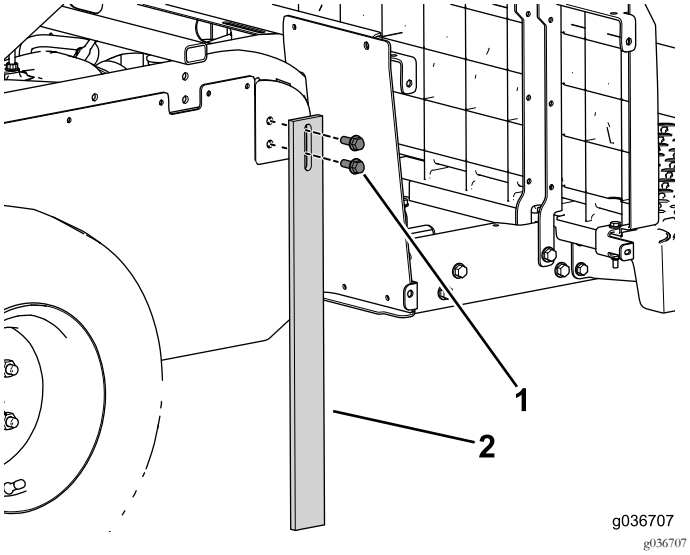

Рисунок 14
3. Используйте 4 фланцевых болта для установки опорных стоек с обеих сторон машины (Рисунок 14).